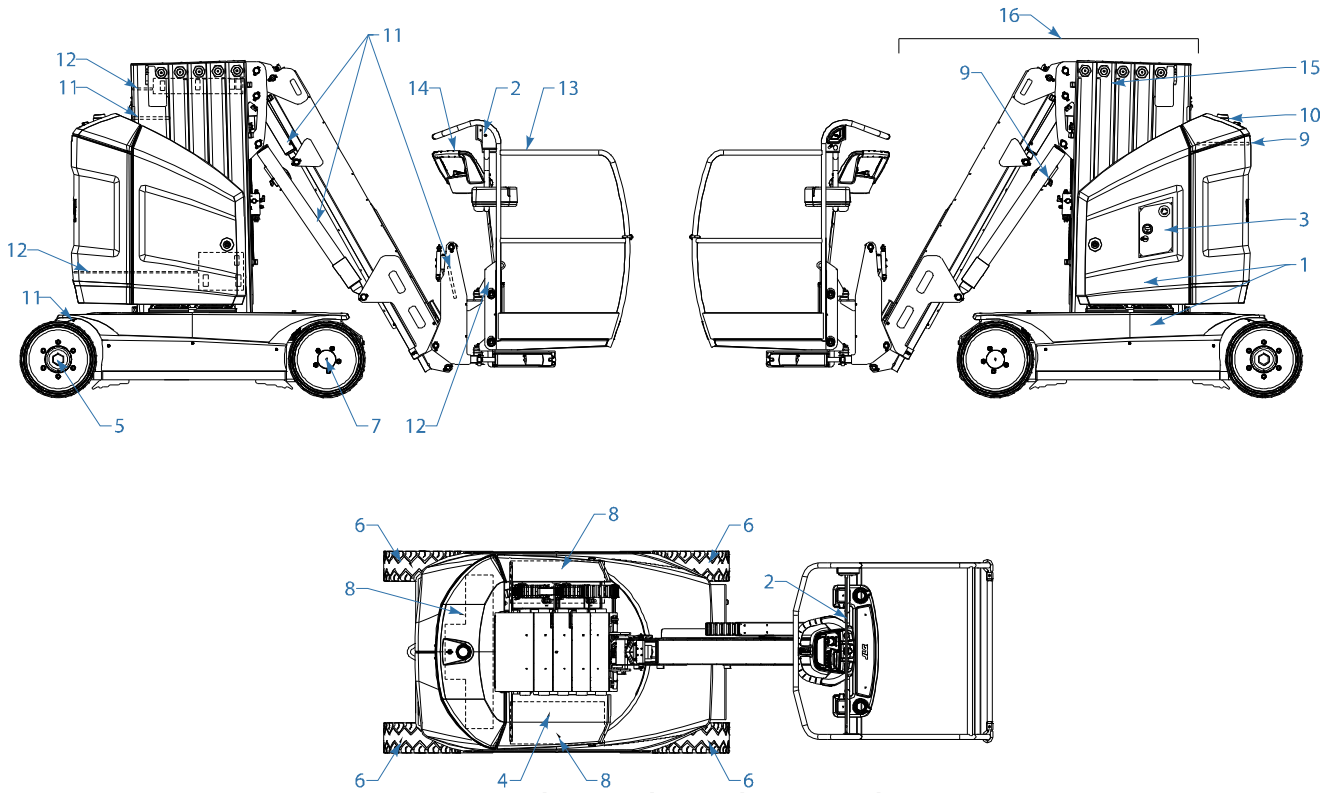

**Figur 2-1. Daglig, utvendig inspeksjon av maskinen**
5. **"Inspeksjon rundt maskinen"** – Se Figur 2-1.
Begynn "Gå rundt-inspeksjonen" ved punkt 1, se Figur 2-1. Fortsett å inspisere hver del etter tur, ved å kontrollere tilstanden for delene beskrevet i listen nedenfor.